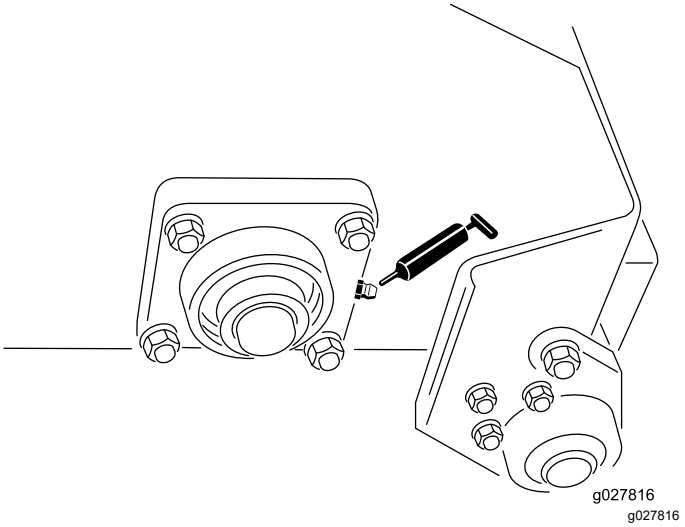

Рисунок 8
- Подшипники ротора штырей (2) (Рисунок 8)